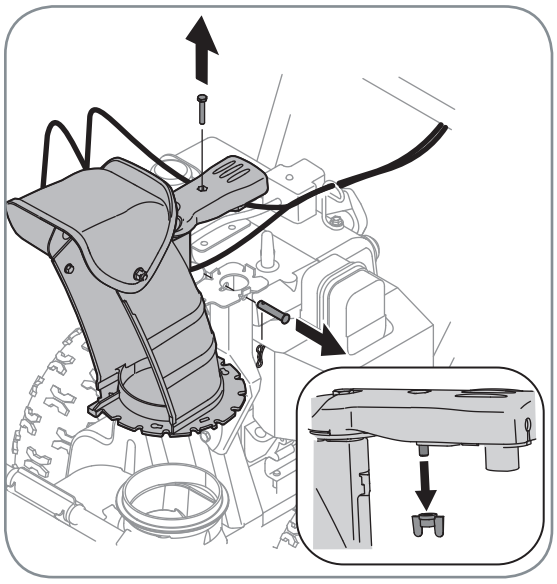

Figure 3-2
2. Retirez l'écrou à oreilles et la vis hex. qui se trouvent sur la commande de la goulotte ainsi que la goupille fendue et l'axe de chape sur le support de la goulotte. Voir la Figure 3-2. Positionnez la goulotte (tournée vers l'avant) sur sa base.